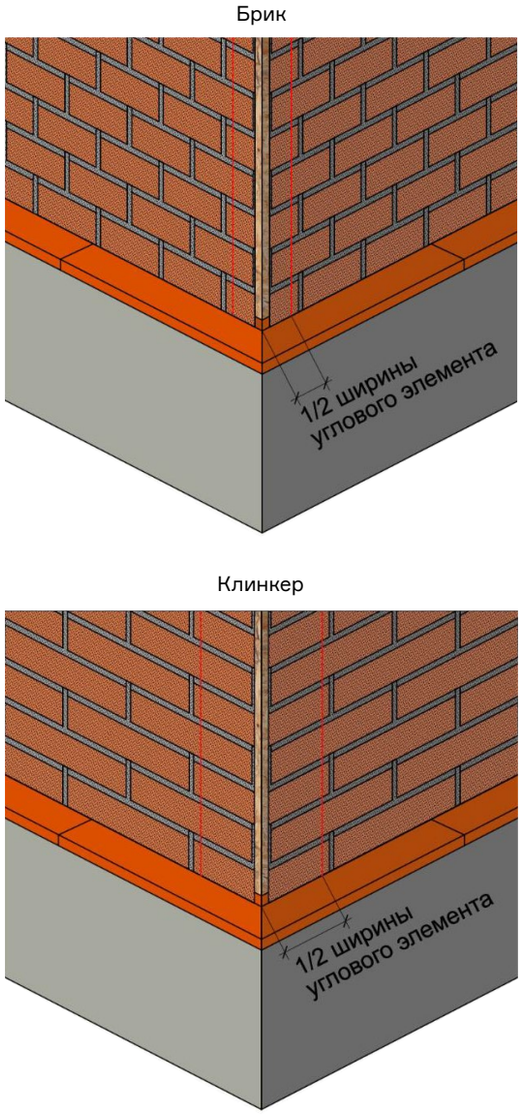

Рис. 18. Подготовка внешних углов к их отделке угловыми элементами.
8.2.7 Перед монтажом угловых элементов необходимо обозначить их границы при помощи разметки углов (рис. 18).